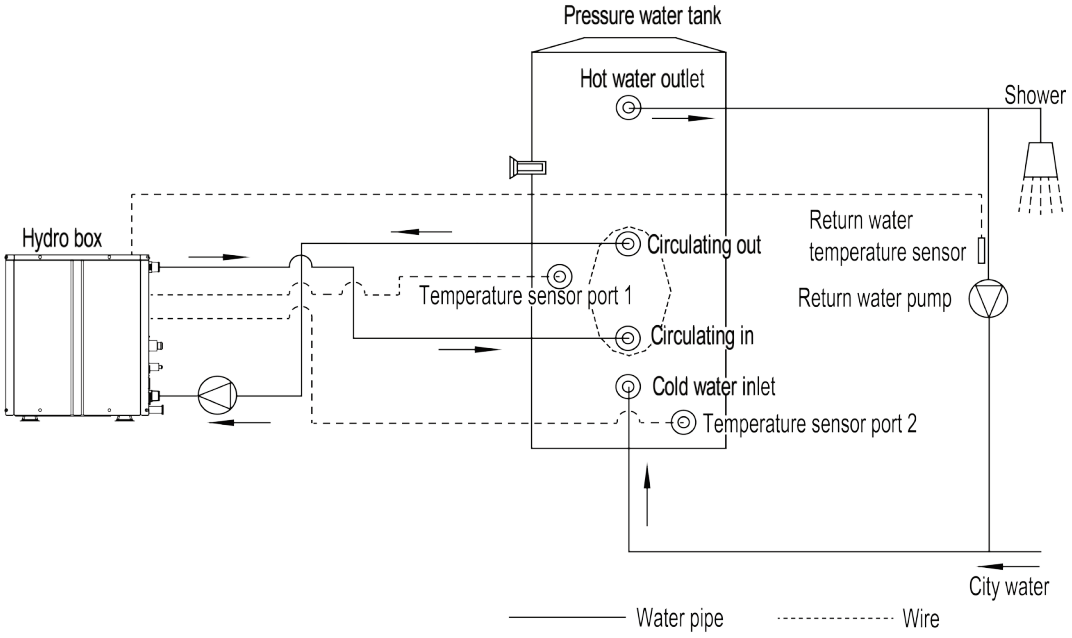

Fig.4.14
① The return water channel can be installed by referring to the following schematic Fig.4.14.
② One return water temperature sensor is provided in the packaged accessories. Connect the terminal of the temperature sensor to the main board AP1-CN49 of the control box during installation.
③ The control box of the hydro box only provides the control signal of the return water pump. Please make sure that the return water pump is powered by an external power source and connected to XT1-5 and XT1-6 of the control box wiring board through the relay.